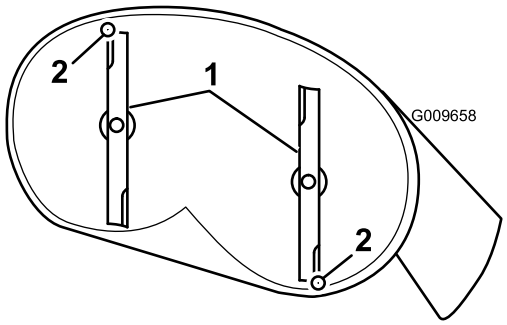

Figure 56
4. Carefully rotate the blades so they are facing front to rear (Figure 56).
5. Measure from the tip of the front blade to the flat surface and the tip of the rear blade to the flat surface (Figure 56).
9. Continue adjusting the nut until the front blade tip is 1.6 to 7.9 mm (1/16 to 5/16 inch) lower than the rear blade tip (Figure 56).